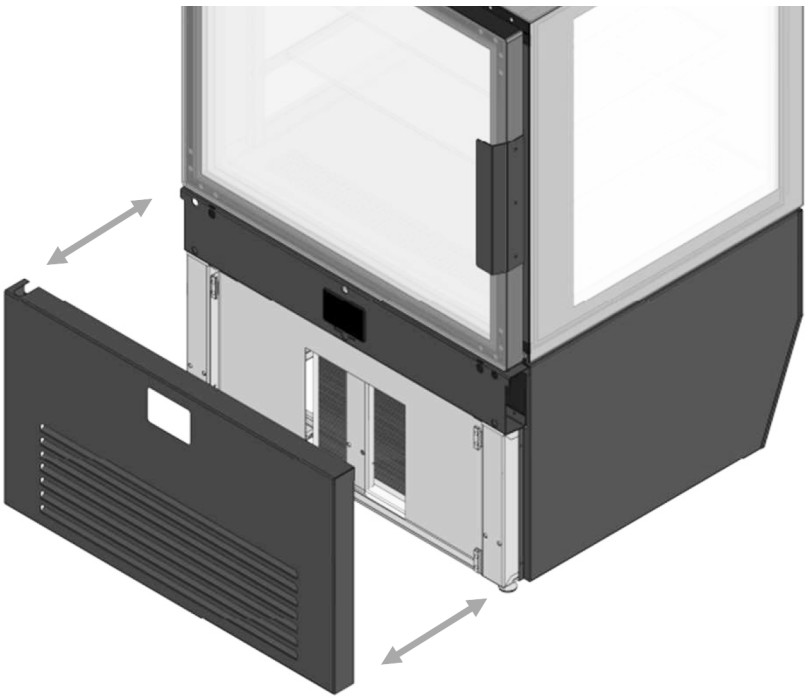

fig. 18
- Elle est équipée d'un système de fixation magnétique (Fig. 18).